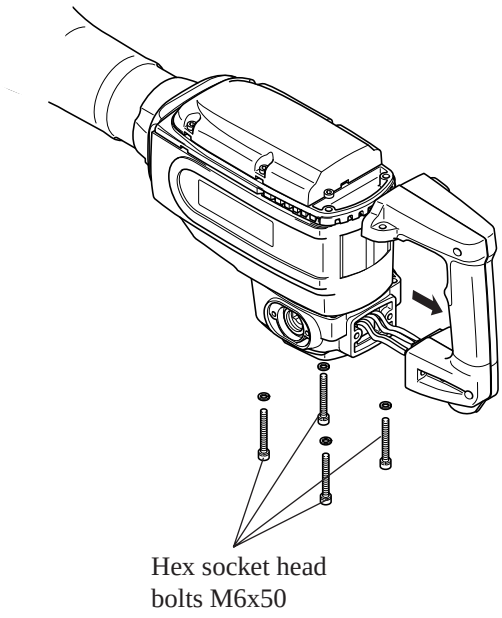

Fig. 4
(3) Unscrew hex socket head bolt M6x50. See Fig. 4.